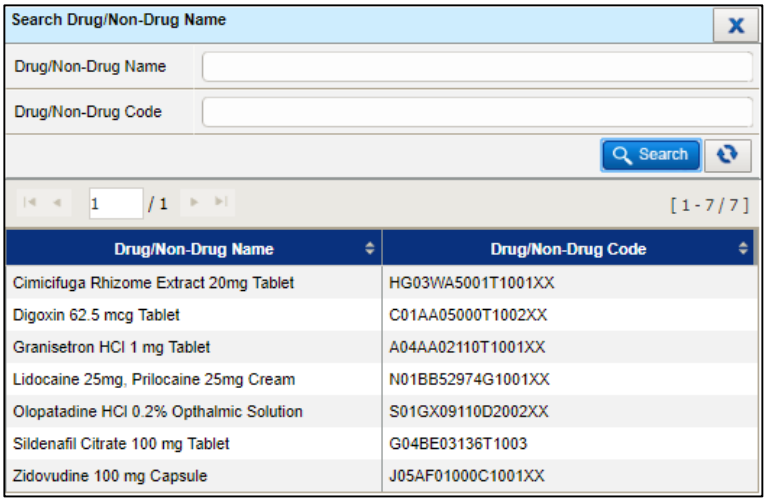

Figure 3.2-6 Drug Name List
*List of **Drug/Non-Drug Name** will be displayed as shown in Figure 3.2-6.*